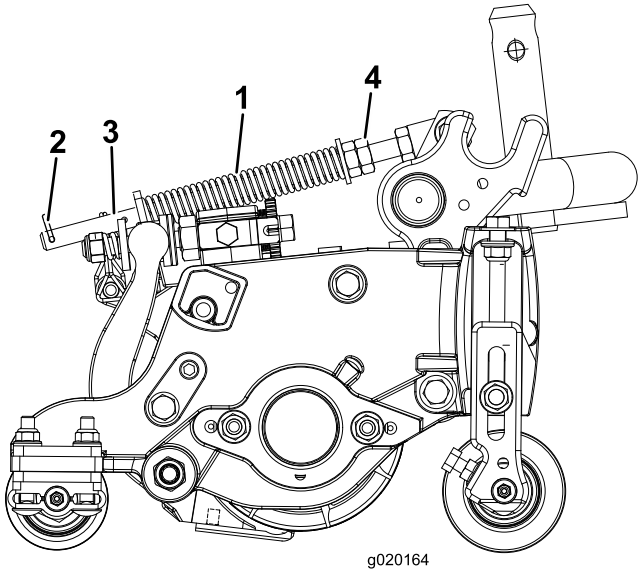

Figur 11
Gräsutjämningsfjädern (Figur 11) överför vikt från den främre till den bakre valsen. (Detta hjälper till att minska förekomsten av det speciella vågformade mönster i gräsmattan som kallas för ”ondulering” eller ”bobbing”.)
1. Se till att hårnålssprinten sitter i det bakre hålet på fjäderstången (Figur 11).
2. Dra åt sexkantsmuttrarna på fjäderstångens främre ände, tills fjäderns sammanpressade längd (Figur 11) är 12,7 cm.